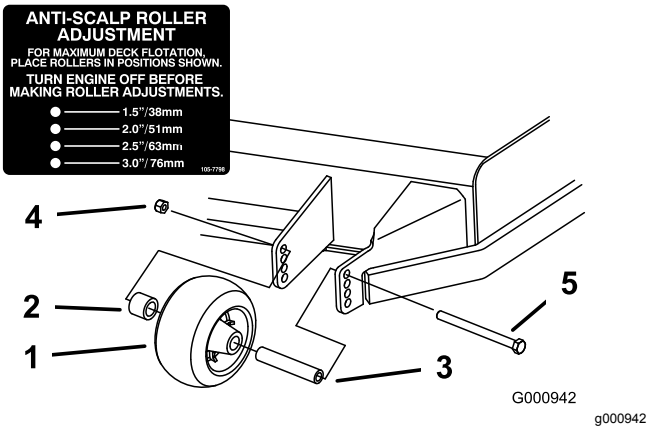
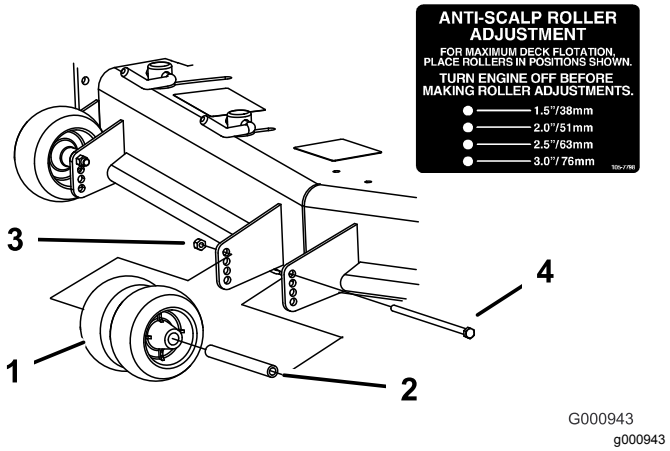
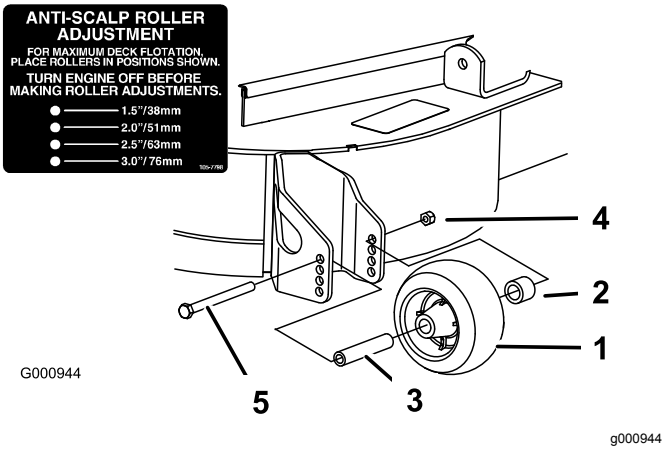

Figura 30
Figura 31
Figura 32
3. Ajuste los rodillos protectores del césped, tal y como se muestra en la Figura 30, la Figura 31 y la Figura 32.